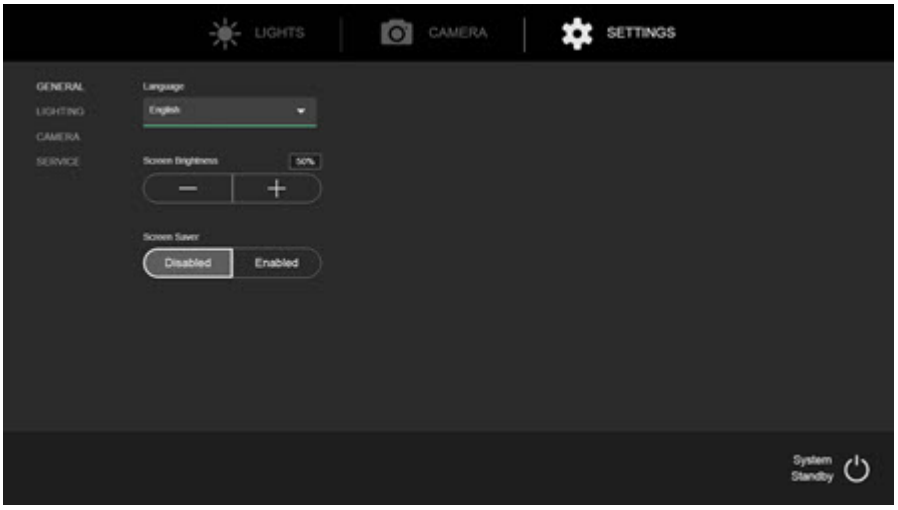

Figure 6-40. Écran de veille
1. Appuyez sur la touche Settings (Paramètres) de l'IWC. Voir *Figure 6-40*.